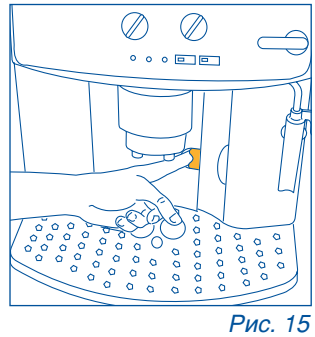
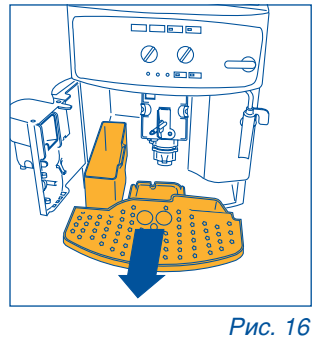

Рис. 15
Рис. 16
ПРИМЕЧАНИЕ 7: кофеварка подсчитывает количество чашек воды, которые были приготовлены. Каждые 14 маленьких чашек (или 7 больших) загорается индикатор (гл. 12, пункт 3), предупреждая, что кассета для кофейной гущи заполнена и ее необходимо вытряхнуть и прочистить. До очистки кассеты для гущи лампа остается горящей, а кофеварка больше не готовит кофе. Для того, чтобы произвести очистку, откройте дверцу для обслуживания, расположенную в передней части, потянув за специальную ручку, рис. 15; загорится мигающий индикатор , см. пар.12, п. 9, затем извлеките ванночку для сбора воды, рис. 16, слейте и очистите ее.
- откройте дверцу для обслуживания, рис. 15;
- извлеките ванночку для сбора воды и кассету для гущи, рис. 16 и промойте их;